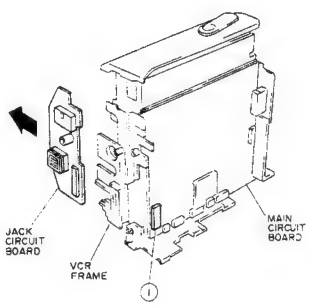

Fig. 2-29
1) Disconnect one (1) flat cable (CN910) on the main circuit board. (See Fig. 2-29)